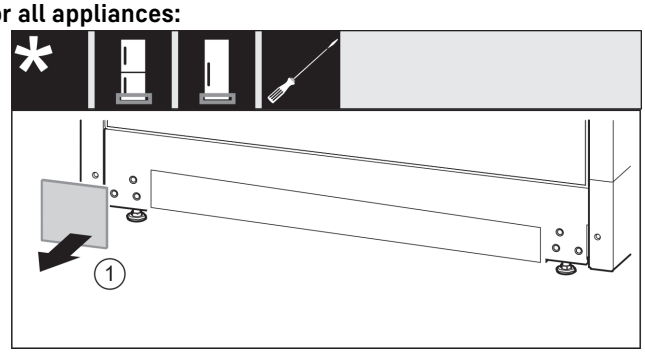

Fig. 16
- ▶ Remove cover *Fig. 16 (1)*.